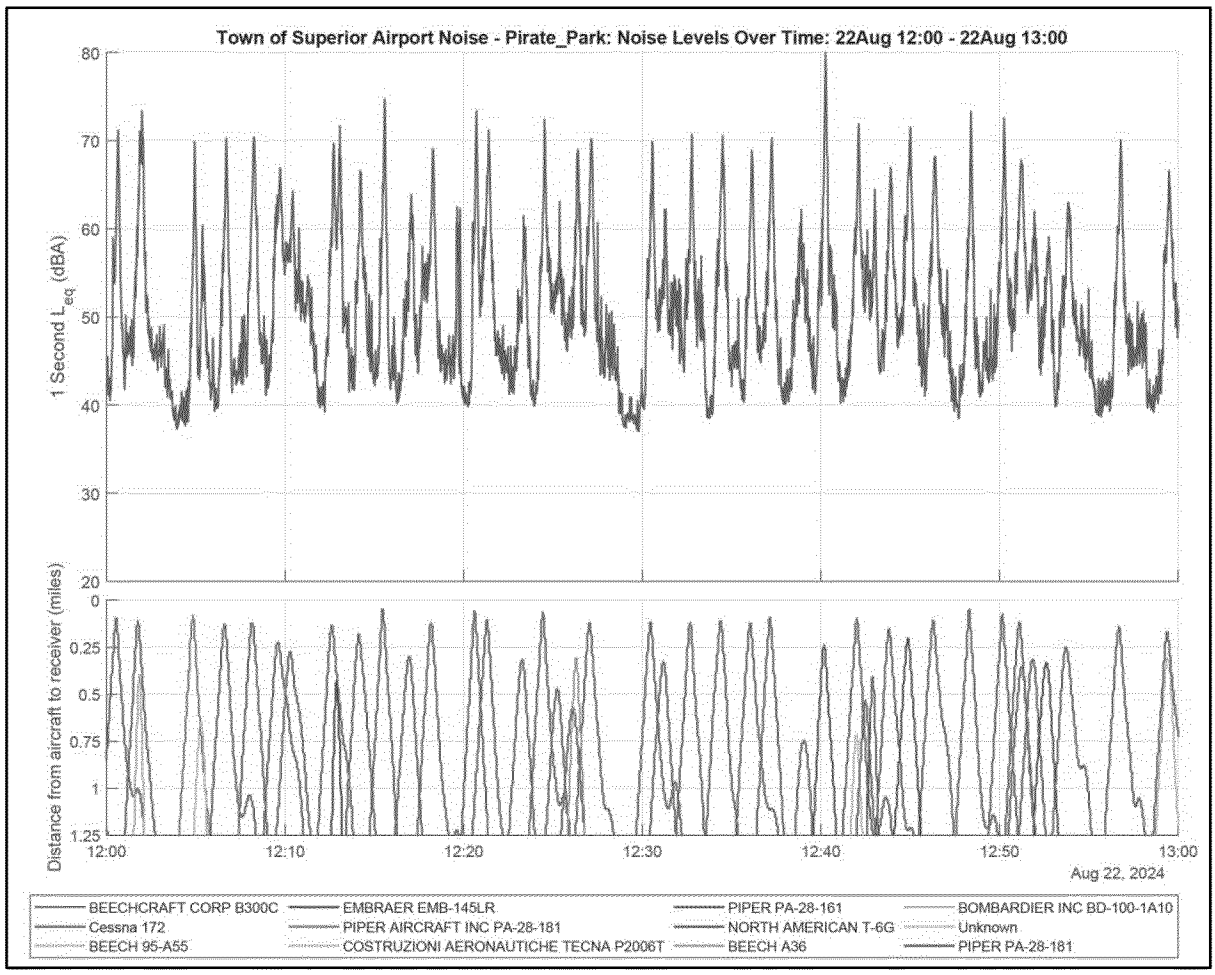

Figure 6 – Noise Levels and Aircraft Operations during an Example Hour on Median Day (Pirate Park)
- Figure 6 shows an hour on this day, during which time the measured level rarely reached ambient conditions (39 dBA), meaning that aircraft noise was almost constantly present.